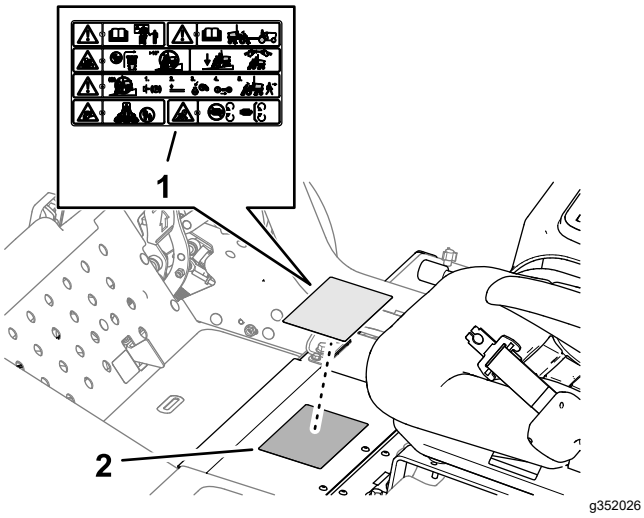

Figur 24
1. Tør standardadvarselsmærkaten af med sprit, og lad stellet tørre (Figur 24).
2. Fjern bagsiden, og påfør CE-advarselsmærkaten (delnr. 138-1186) over standardadvarselsmærkaten som vist i Figur 24.